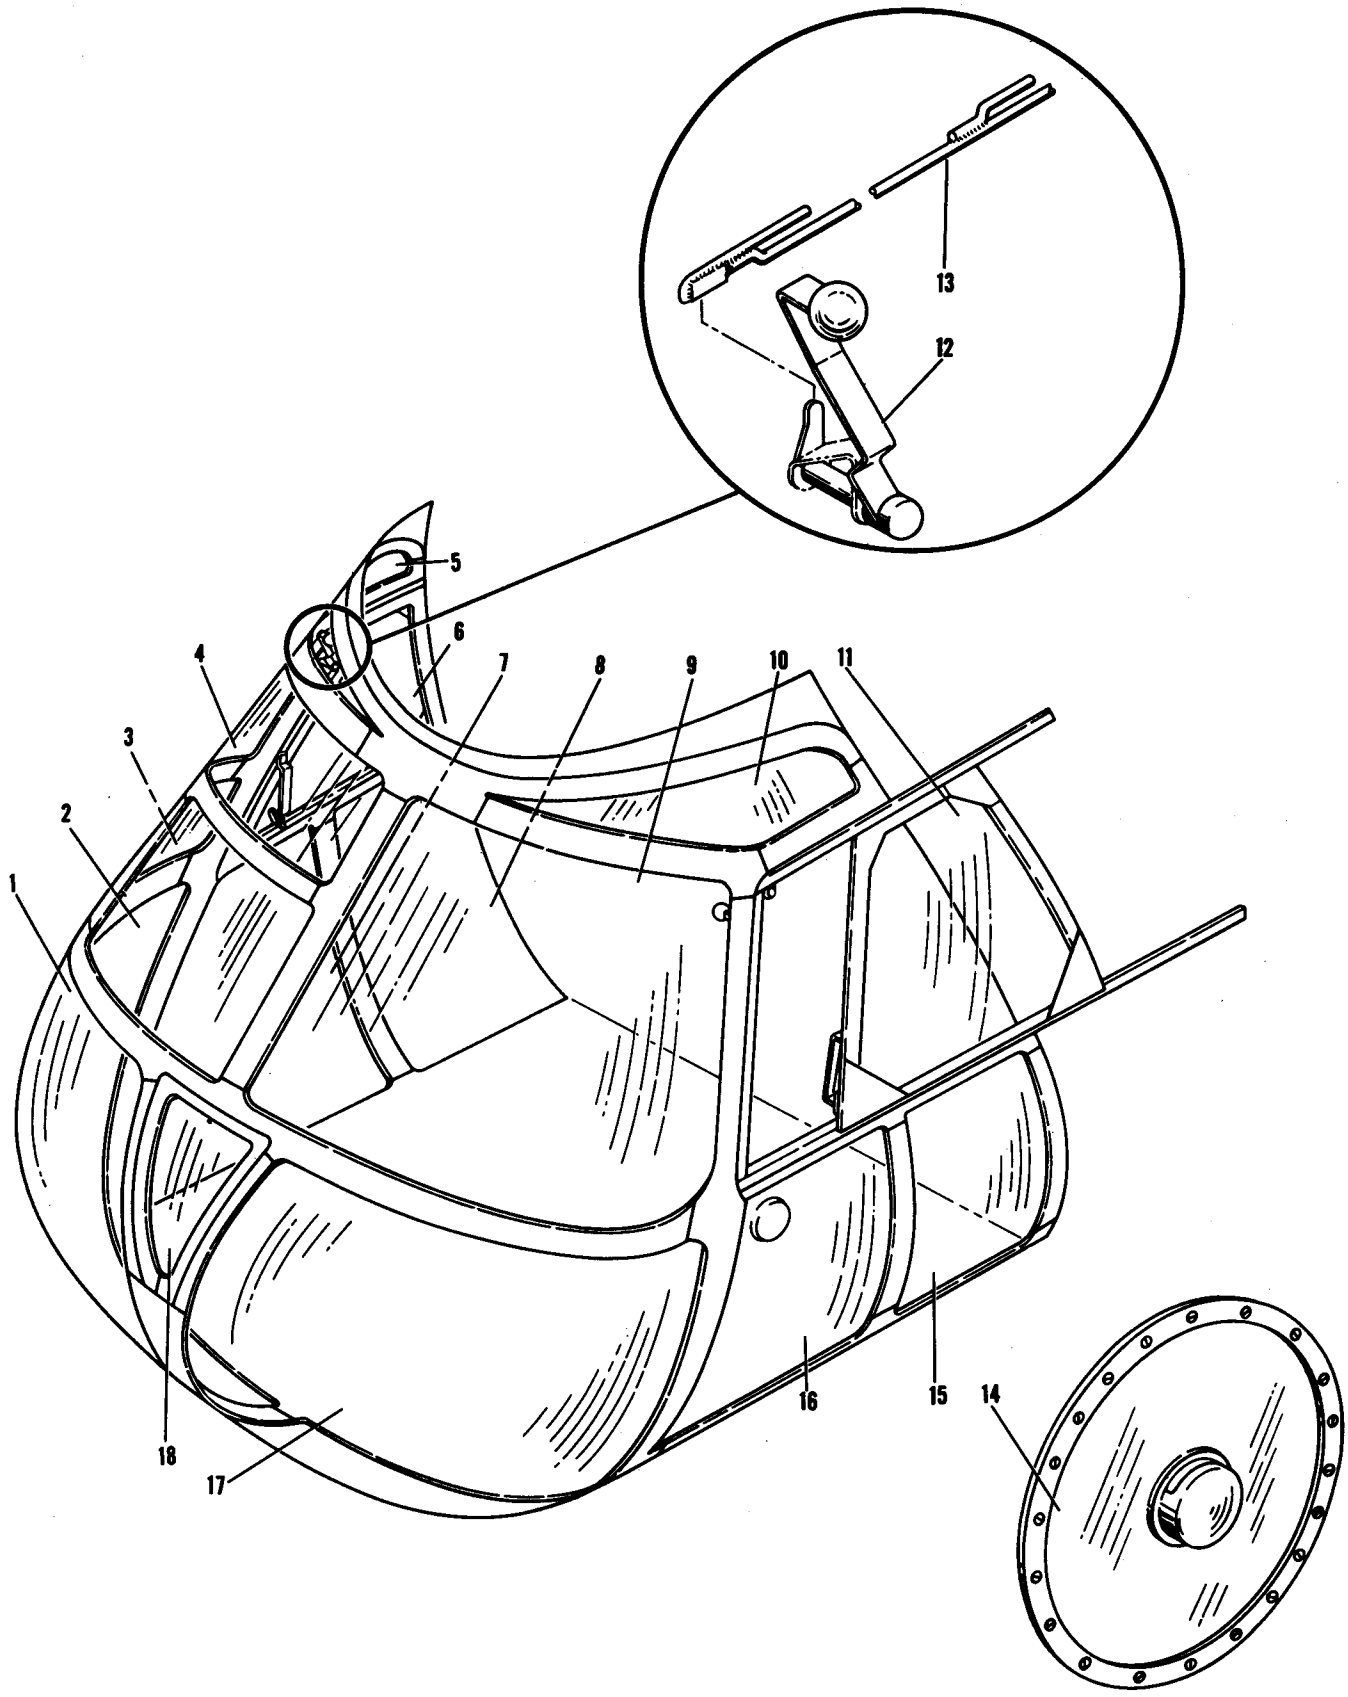

Figure 2-34. Nose Enclosure and Cabin Windows
2-192. DESCRIPTION. (See figure 2-34.) The nose enclosure is composed of 13 window panels and the necessary structural framework to support them. Twelve of the panels are 0.100 inch thick transparent plastic and one is 0.300 inch thick laminated glass. The laminated glass panel is located on the right side in front of the pilot to provide clearer vision and a scratch-proof surface for the windshield wiper. The upper right panel contains mounting provisions for the outside air temperature bulb.
2-196. DESCRIPTION. (See figure 2-34.) The sliding window panels located on each side of the cockpit provide emergency exits for the pilot and co-pilot. Both windows are similarly shaped and are retained at the top and bottom by tracks on the outside of the fuselage. The window panels may be jettisoned by pulling the handle (12) which turns a cam assembly attached to the window tracks. This cam thrusts the tracks forward off their tapered mounting pins allowing the windows to fall free. The windows are normally opened by depressing a trigger located at the forward lower corner of the window and by pulling back on the handle above the trigger. A flanged protector strip has been added to the window tracks to prevent the windows from becoming detached in flight. Check the sliding windows for looseness or binding by sliding the windows in the tracks a few times. If the window feels too loose or too tight, check the gap of the upper channel. Bend the channel as necessary to obtain a gap of 0.25 inch.
NOMENCLATURE KEY FOR FIGURE 2-34
a. Engage the jettison mechanism and check to see if the hooks of the rod assembly (13, figure 2-34) are securely locked into the jettison keeper of the window.
2-200. DESCRIPTION. (See figure 2-34.) There are seven windows in the cabin of the YH-21 and H-21A helicopters, three on the left side and four on the right. The H-21B and H-21C helicopters have nine cabin windows, four on the left and five on the right. The windows are all oval shaped and made of 0.060-inch thick transparent plastic. Oval shaped Z-stiffeners, riveted